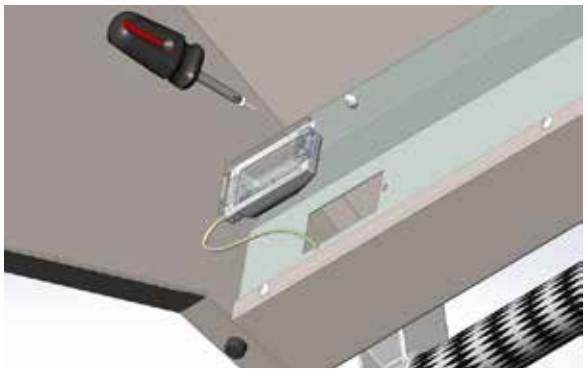

Figure 10
2. Ouvrir le couvercle et retirer la petite vis maintenant l'éclairage en place (Fig. 10). Déposer l'éclairage en faisant attention de ne pas faire tomber le verre.